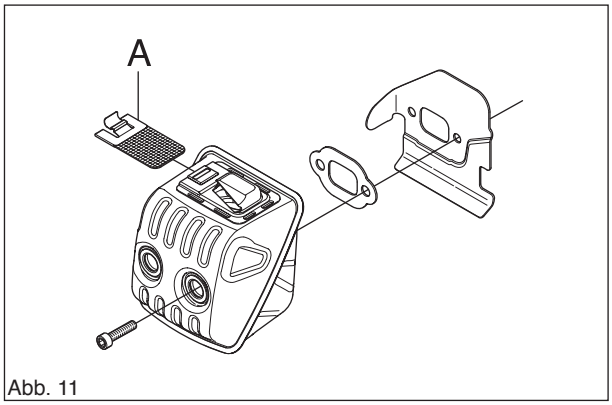

Abb. 11
Falls vorhanden, Funkenschutz (A) entfernen. Gegebenenfalls Plattenkante mit dem Ringmaulschlüssel herunterdrücken und Funkenfängernetz entfernen (Siehe Abb. 11.).